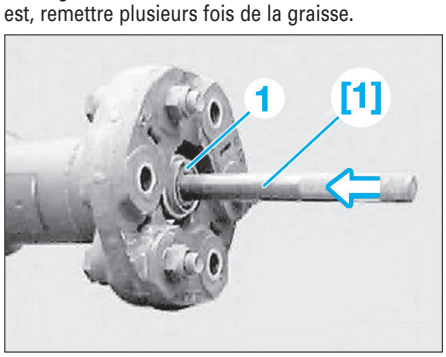

Fig. 5
- [1]. Mandrin à frapper pour le dégagement de la douille de centrage de l'arbre de transmission (ref : 11 1 310) **(Fig.5)**.
• Remplir l'orifice de centrage (1) avec de la graisse visqueuse **(Fig.5)**.
• Enfoncer l'outil [1] dans l'orifice de centrage à l'aide d'un maillet plastique. La pression exercée sur la graisse a pour effet de chasser la douille de centrage (1) de l'arbre de transmission. Si besoin est, remettre plusieurs fois de la graisse.